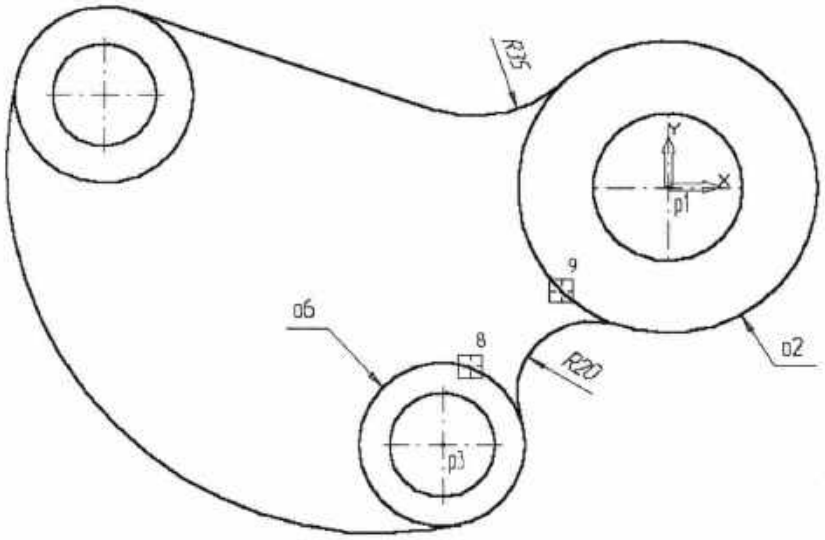

Рис. 123
18. Самостоятельно постройте плавное сопряжение окружности o6 и окружности o2 дугой радиусом 20 мм, рис. 123.